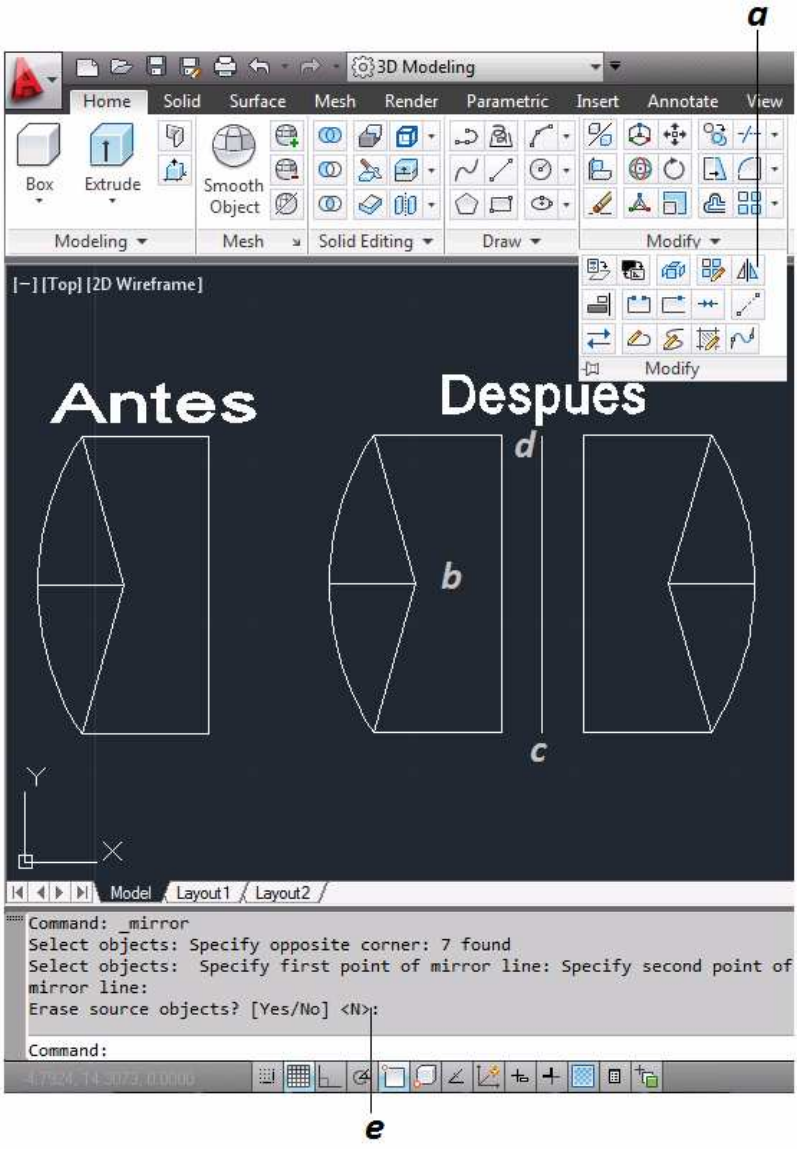

Figura 3.30 Modificacion de Entidades "Simetria"
a. Se selecciona el comando Simetria *(figura 3.30).*
b. Se seleccionan las entidades que se copiaran y se da enter *(figura 3.30)*.
c. Se pide el primer punto de simetría, en este caso será la parte inferirior de la línea *(figura 3.30)*.
d. Se pide el segundo punto de simetría, en este caso será la parte superior de la línea y se da enter *(figura 3.30)*.